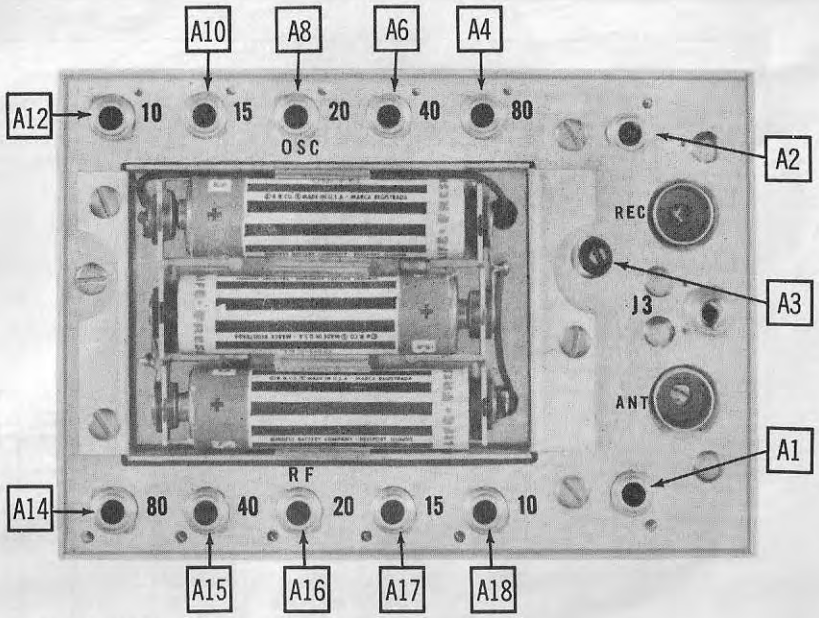

Figure 1. Rear View (Battery Placement and Alignment Points)
Before installing the ATC-1, three type AA "Penlight" cells should be inserted in the clips at the back of the unit. It is important that proper polarity be observed as shown in Figure 1.
8. Insert a fibre or plastic alignment tool into the slot in the tuning core of the I.F. coil (A2-Fig. 1) and adjust for maximum noise. Slowly advance the "Q MULT/BFO" control in a clockwise direction, repeaking the I.F. coil (A2) as the control is advanced. Continue this adjustment until the "Q" Multiplier breaks into oscillation. Normally the oscillation point is reached at about the maximum end of rotation. If a condition of oscillation cannot be reached, it will be necessary to adjust the trimmer marked "CA" (A3-Fig. 1) at the back of the ATC-1. Turn this adjustment in the counterclockwise direction, repeaking (A2) as the adjustment of (A3) is changed until the "Q" Multiplier breaks into oscillation at about 90% of the rotation of the "Q MULT/BFO" control.